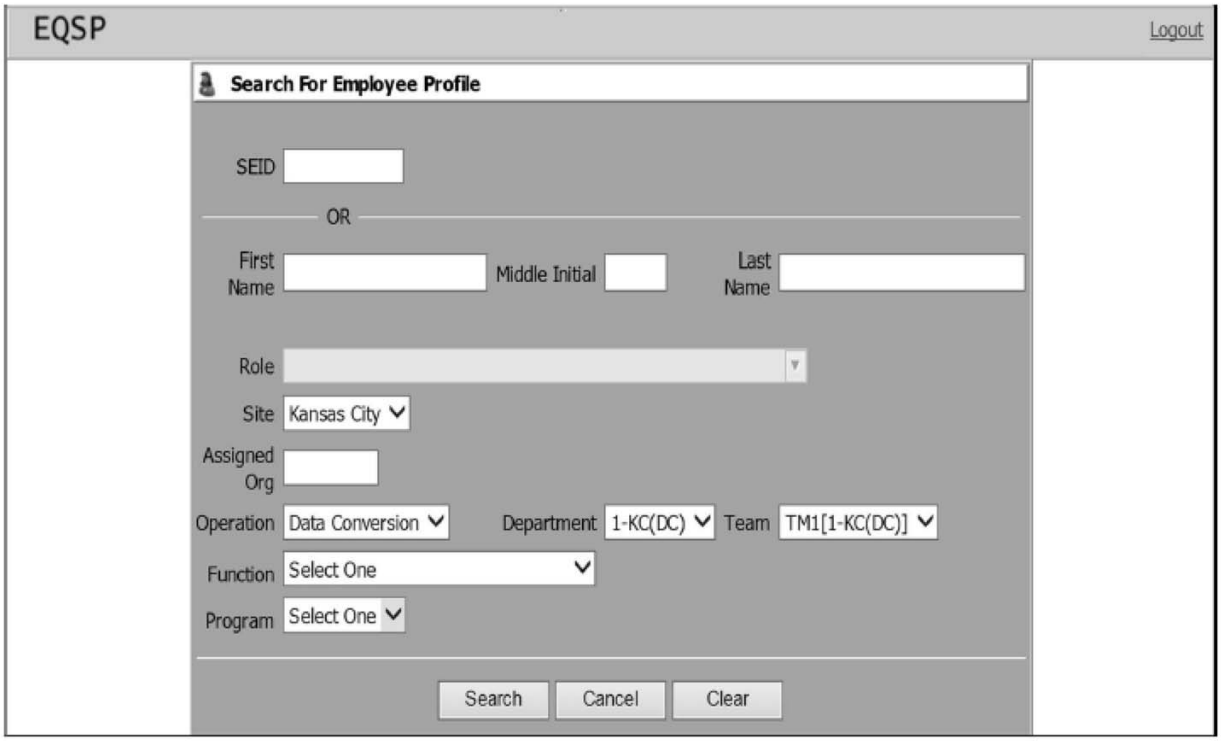

Figure 3.30.30-4 Search for Employee Profile Screen
(2) Select the "Search for Profile" hyperlink (located on the Manager's Main Menu Screen). The Search for Employee Profile Screen will generate. See **Figure 3.30.30-4.**